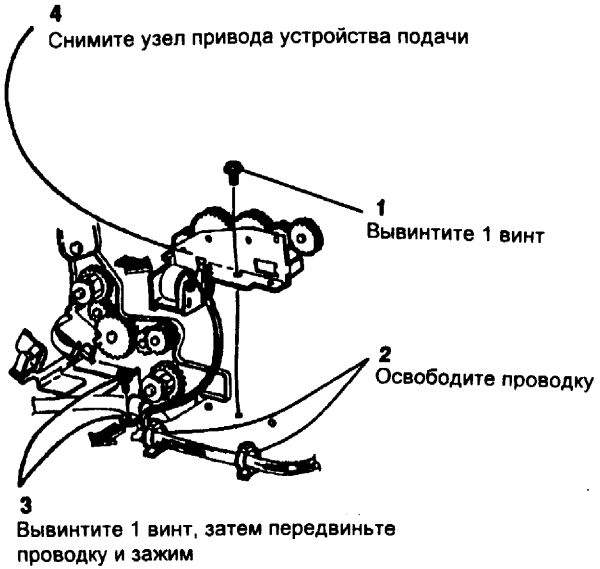

Рис. 3 Снятие узла привода устройства подачи
7. (Рис. 3) Снимите узел привода устройства подачи.
ПРИМЕЧАНИЕ: (Рис. 3) Нажимайте на пластину соленоида при снятии узла привода устройства подачи.